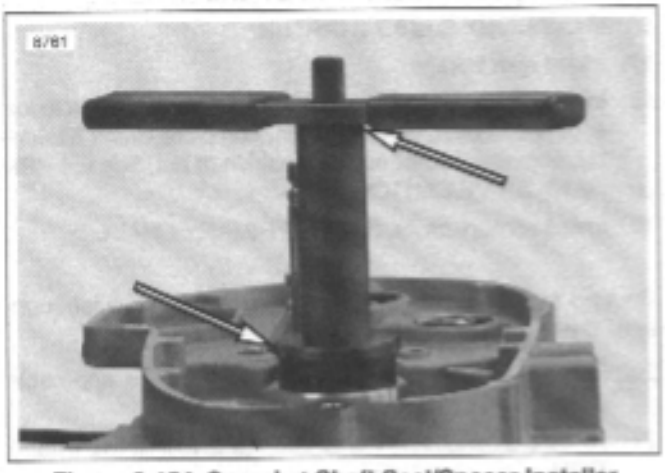

Figure 3-154. Sprocket Shaft Seal/Spacer Installer (Part No. HD-42579 and B-45676)
10. See Figure 3-154. Use SPROCKET SHAFT SEAL INSTALLER (Part No. B-45676) to install sprocket shaft seal.